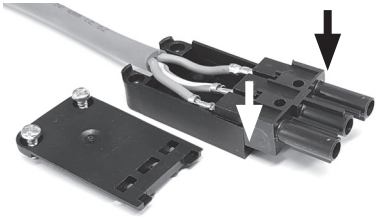

**Abb. 11**
2. Mittelteil fest in das Unterteil eindrücken, bis das Mitteilteil einrastet. Auf die korrekte Ausrichtung des Mittelteils achten! Siehe Abb. 11